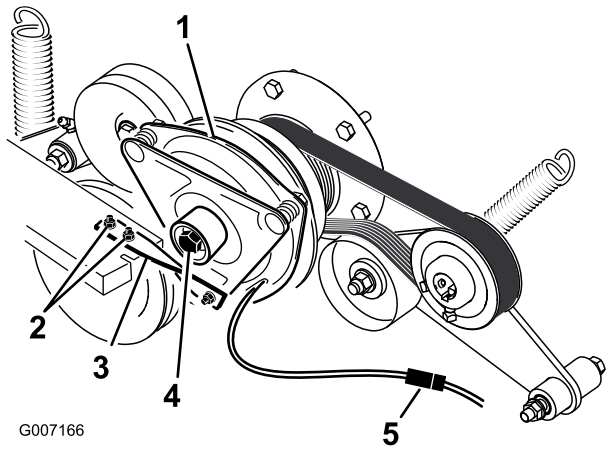

**Figur 62**
5. Koble fra clutchens elektriske kobling (Figur 62).
2. Bolter (2) og mutre for clutchens stropp
6. Fjern de to boltene som fester clutchens gummistropp til rammen på gressklipperen (Figur 62).
7. Fjern sentreringsbolten som fester clutchen til motorakselen og fjern clutchen og nøkkelen (Figur 62).
14. Hold i veivakselen bak på maskinen mens du monterer sentreringsbolten, og stram til sentreringsbolten med 68 N·m (Figur 62).
15. Monter clutchens gummistropp til rammen på gressklipperen med de to boltene og mutrene du fjernet tidligere (Figur 62).
17. Koble til clutchens elektriske kobling (Figur 62).